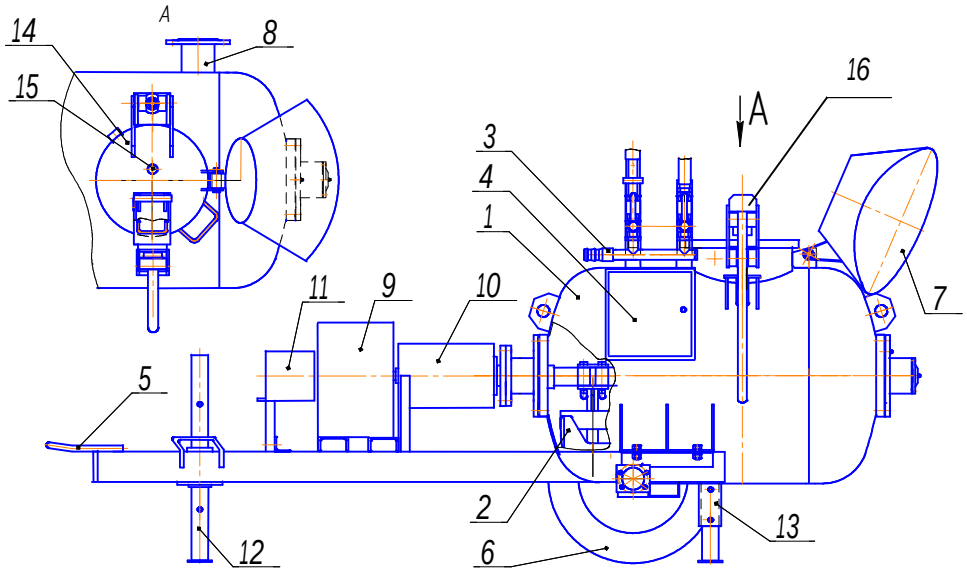

Рис. 3 – Общий вид
5.1. Пневмонагнетатель СО-241 К-Р11 представляет собой пространственную рамную конструкцию рис.3, оснащенную шасси (6) для удобства транспортировки по строительному объекту. На раме установлена рабочая емкость (1), - типа «газгольдер» - оснащенная
- после окончания транспортирования раствора или при помехах в работе краном 15 (рис. 3) сбросить избыточной давление в смесителе (резервуаре);